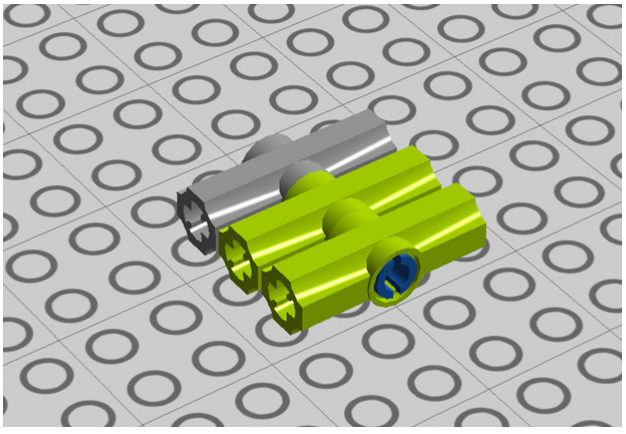

Figure 1-32. *Step 28: Two more angle elements*
28. Add two more angle elements to the peg (Figure 1-32).